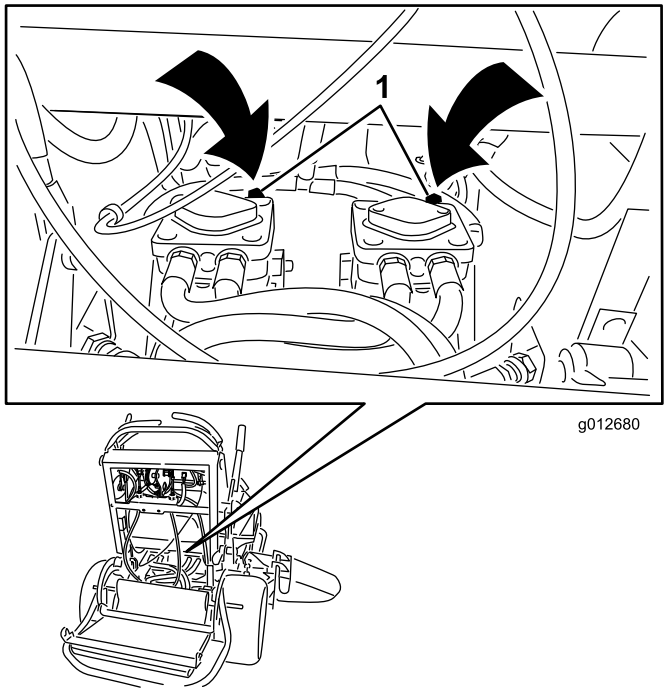

**Figur 25**
3. Åpne omløpsventilen på begge pumpene ved å vri dem mot klokken én til to ganger. Dette får hydraulikkvæsken til å passere gjennom pumpene, og hjulene til å rulle (Figur 25).